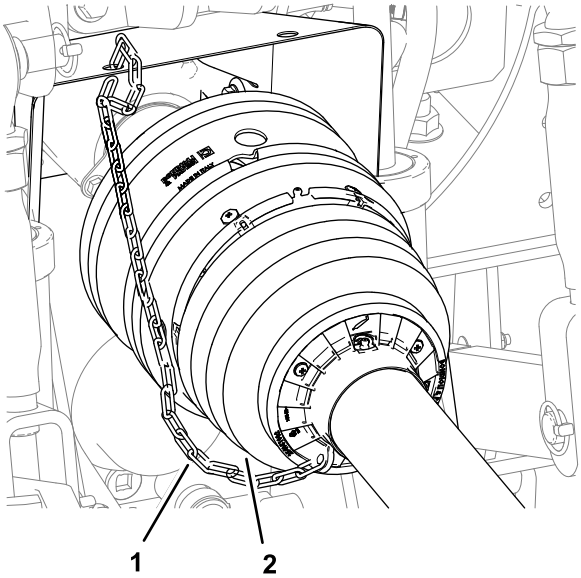

Figur 26
6. Monter festekjettingen til en fast del av tauekjøretøyet (Figur 26).